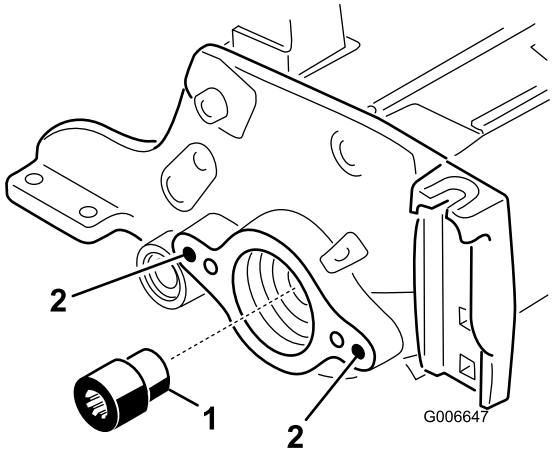

Figure 22
19. À l'aide de l'outil pour arbre d'entraînement de cylindre, retirez l'insert cannelé de l'extrémité moteur de cylindre de l'arbre (Figure 22). Utilisez l'outil pour arbre d'entraînement de cylindre (réf. TOR4074). Éliminez toute la graisse du trou fileté où se trouvait l'insert cannelé.
20. Montez le nouvel insert cannelé (plus long) sur l'arbre de cylindre (Figure 22). Appliquez du Loctite bleu sur les filets de l'insert avant de le monter. Serrez à un couple de 115 à 129 N·m.